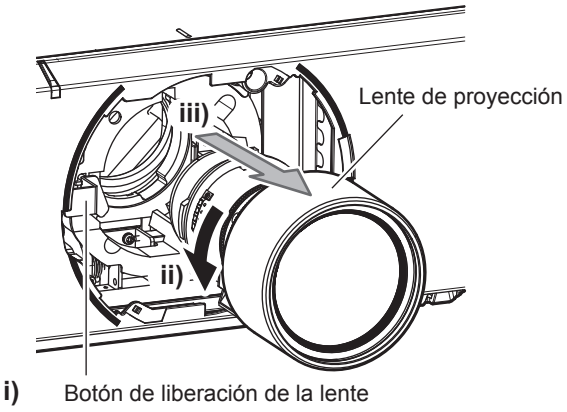

Figura 2
**2) Presionando el botón de liberación de la lente, gire la lente de proyección en sentido contrario al de las agujas del reloj y retírela. (Figura 2)**